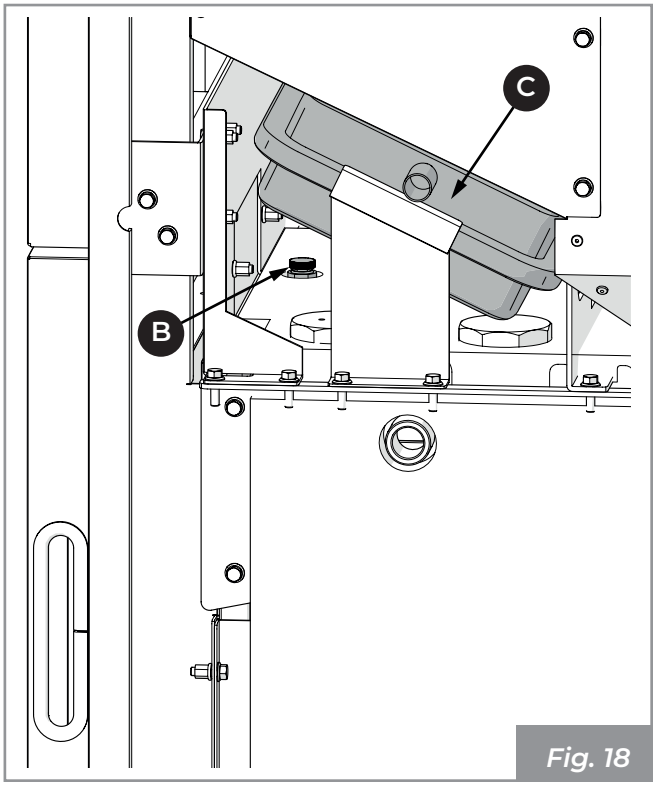

Fig. 18
1) Connect a water pipe coming from the aqueduct to the filling fitting (**K**), open the relief valve (**B**) (**Fig. 18**), open the loading tap (**O**), thus allowing the water to flow until the appliance is completely full. Close the relief valve and wait until the minimum operating pressure is reached (**1 bar**), which can be checked on the pressure gauge on the boiler.
Open the relief valve (**B**) (**Fig. 18**), open the bypass tap in the anti-condensation valve (**N**), thus making the water flow from the system until the boiler is completely filled. Close the relief valve and wait until the minimum operating pressure is reached (**1 bar**), which can be checked on the pressure gauge on the boiler.